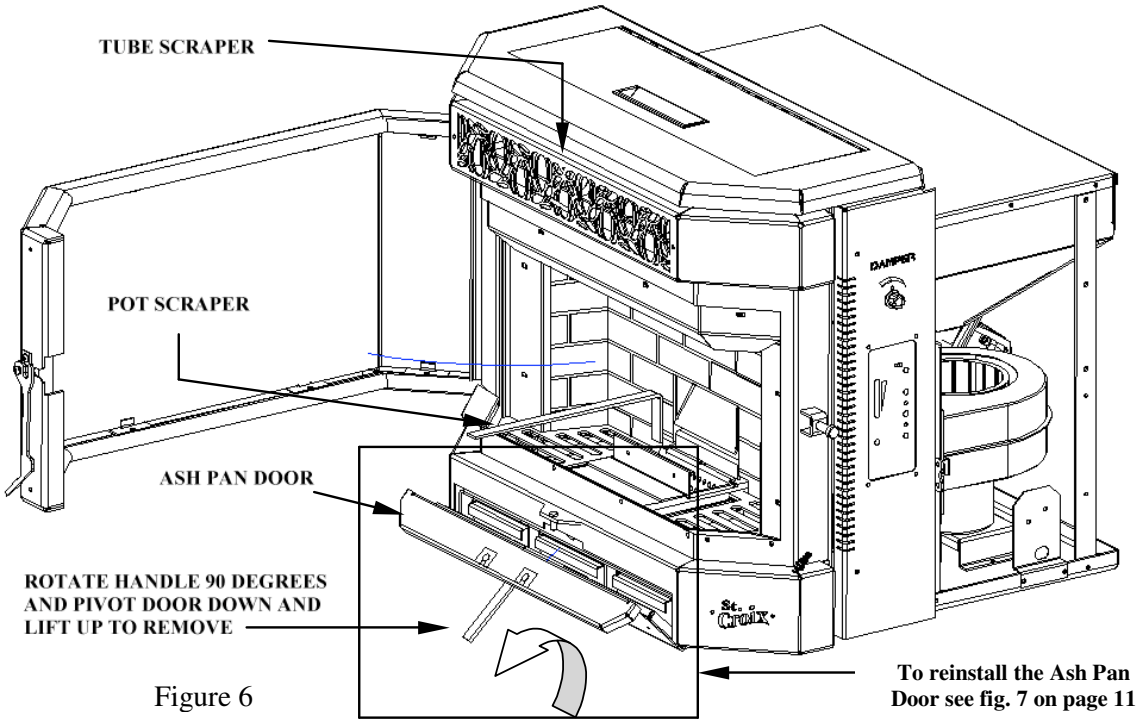

Figure 6
2. There are 3 separate ash pans (See figure 7) in the York insert. Be sure to empty the center ash pan before it is allowed to plug the burn grate**. If stove is burning with a lazy flame be sure to check the center ash pan. Check Ash Pans frequently to determine how often they need to be emptied.** NOTE: Do not use a vacuum cleaner for this purpose. Hot coals may cause your vacuum filter to catch fire. Place ashes in a metal container with a tight fitting lid. The closed container of ashes should be placed on a noncombustible floor or on the ground, well away from all combustible materials, pending final disposal. If the ashes are disposed of by burial in soil or otherwise locally dispersed, they should be retained in the closed container for at least two days until all cinders have thoroughly cooled. To access the ash pans rotate the "Quick Release" ash pan handle 90 degrees away from the stove *(See Figure 6)* and tip the ash pan door out 45 degrees. This allows the ash pan door to lift away from the stove and be set aside. Empty Ash pans one at a time into a small container. When replacing the ash pan door remember to tip the door at a 45-degree angle as shown in figure 7 before placing the Ash Door Hinge Points, ***small half moon notch in lower corners of the ash pan door,*** on the hinge pins (see figure 7). Press the door into the pins and rotate up at the same time. Rotate the handle 90 degrees to latch ash door.
3. Once or twice daily pull the Heat Exchange Tube Scraper *(See figure 6)* out and back to clean heat exchange tubes. Failure to operate the tube scraper daily may result in poor combustion and loss of heat output. This should be done when the stove is cool or operating on the low temperature setting.
1. Empty the ash pans (see figure 6). The frequency of cleaning the ash pans will depend on the quality and amount of pellets being used. Carefully check to make sure the bottom hinge pins are engaged after closing the ash pan door.